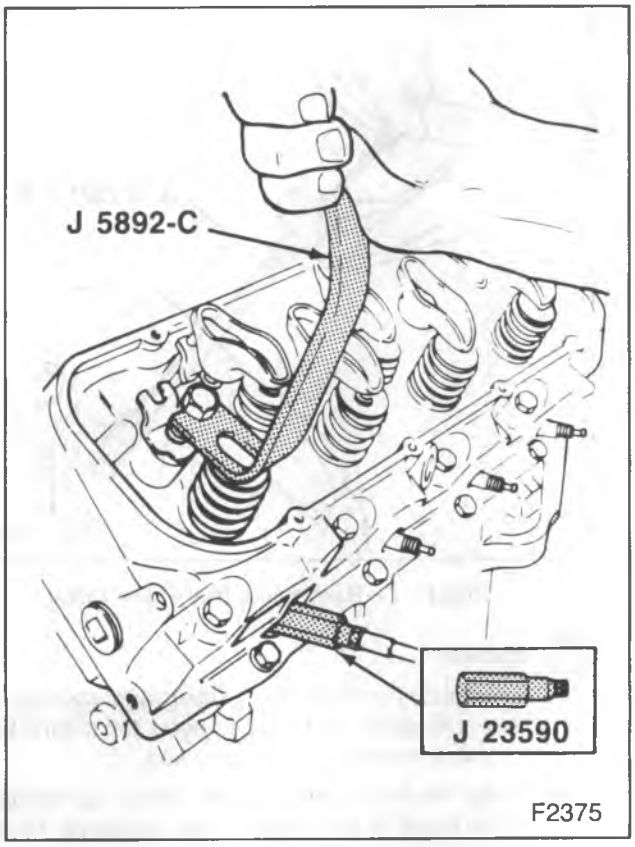

Figure 4—Compressing the Valve Spring
- Install a rocker arm bolt (figure 4).
- Use J 5892-C to compress the valve spring (figure 4).
5. Cap (26) and spring with damper (29).
6. Seal (33).
- With air pressure applied to the cylinder with J 23590, compress the spring with J 5892-C (figure 4).